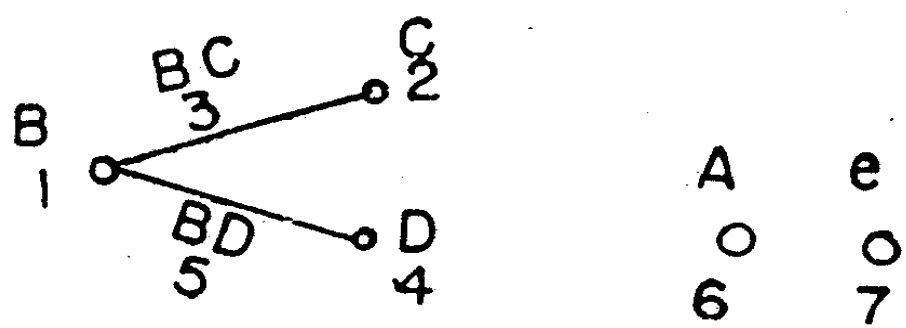

Figure-3: Layout of the experiment
Such layout is easily arranged using linear graph (2) of figure 1. That is use two lines out of the three radial lines in linear graph (2). The remaining edge is deleted from the graph and the associated numbers are now indicated as independent points as shown in figure-3.